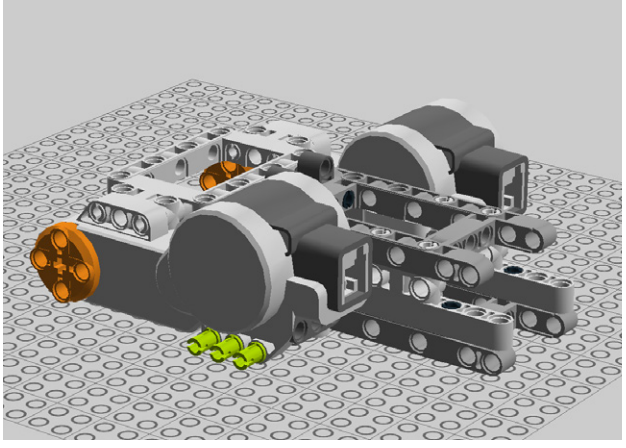

Figure 7-33. *Step 26: Adding pegs to the motor*
26. Add three pegs to the motor, as shown in Figure 7-33.